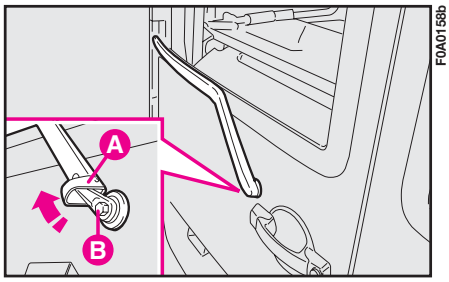
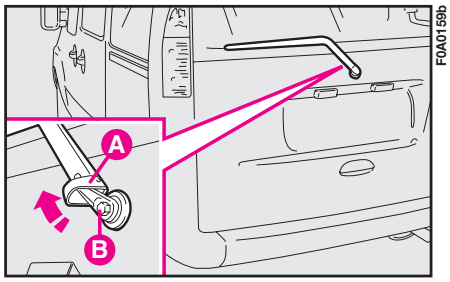

fig. 24
fig. 25
**1)** Lift the cover **A-fig. 24** and **fig. 25** and dismantle the arm from the vehicle by unscrewing the nut **B** which holds it onto the knuckle.